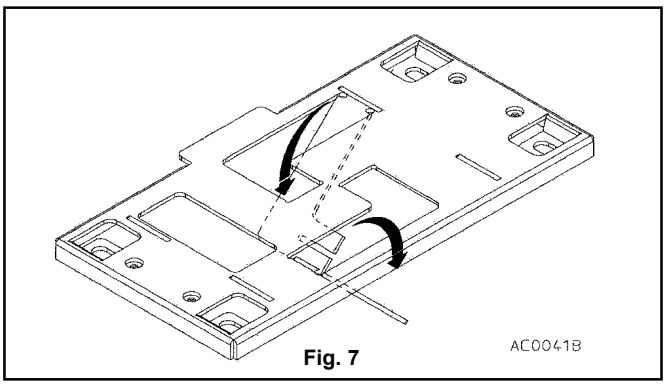

Fig. 7
e) Piegare di 90° verso il basso le due L di ancoraggio ricavate nella piastra di ancoraggio (fig. 7) e tappare i fori filettati per evitare che si riempiano di detriti.